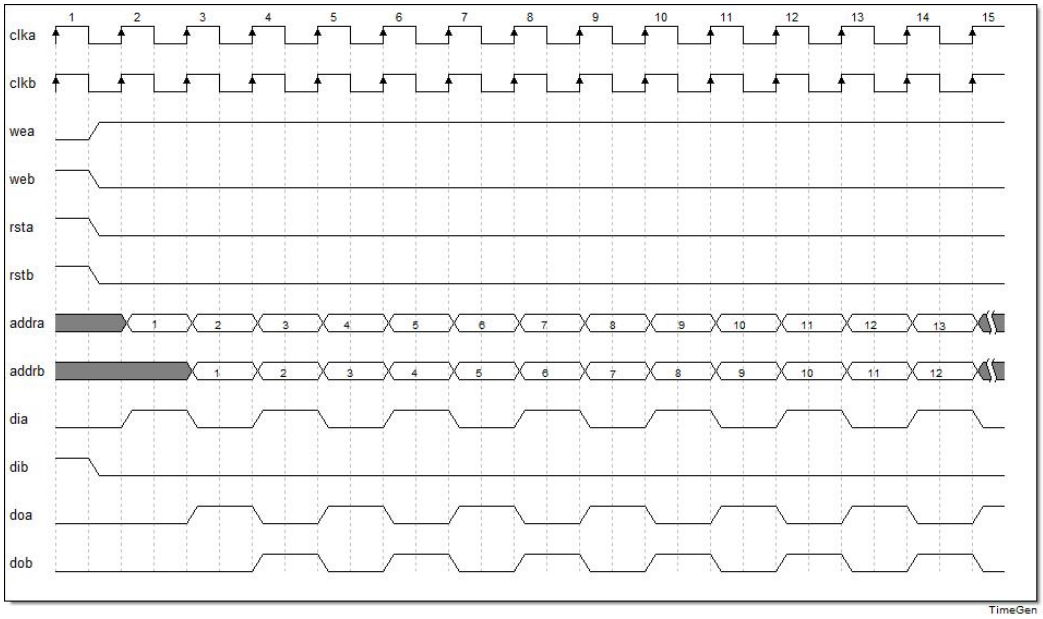

图 4-2 双口模式时序参考图
2. 双口模式(Dual Port RAM)时序图，图 4-2 为根据上述双口模式配置的时序参考图。